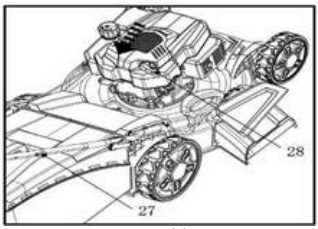

rys. 11
2. Pociągnij lekko uchwyt rozrusznika (28), aż poczujesz opór, a następnie pociągnij go szybko. Powtarzaj czynność, aż silnik uruchomi się (rys. 11).